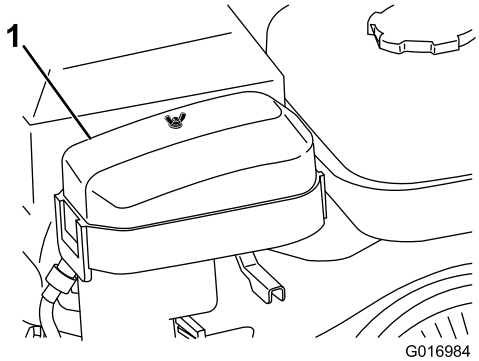

Figuur 24
2. Verwijder de vleugelmoer waarmee het luchtfilterdeksel vastzit en verwijder het deksel (Figuur 24).